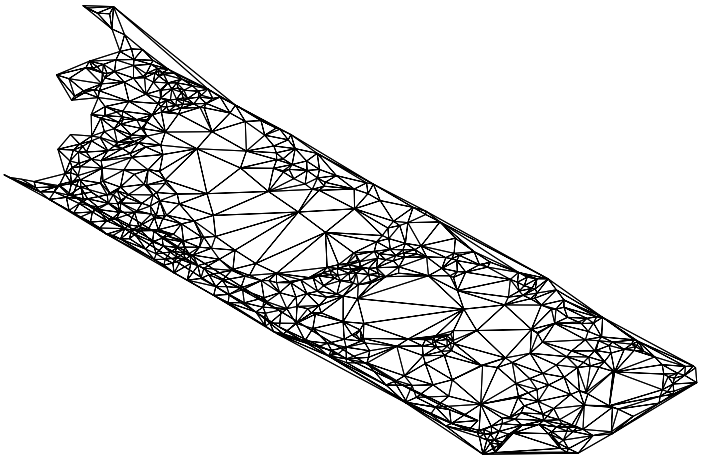

Figure 3-69 *The **EG** surface before pasting the **E Street** surface*
7. Before you paste the **E Street** surface on the **EG** surface, it is better to view the surfaces in a 3D view. To do so, select the **SE Isometric** option from the **Views** panel of the **View** tab; the **EG** surface is displayed in an isometric view, as shown in Figure 3-69.